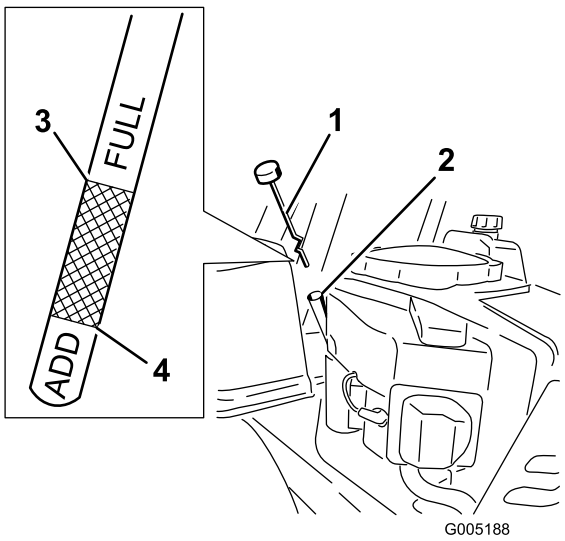

Figur 28
4. Skruva av och ta ur oljestickan och torka av oljan (Figur 28). Sätt tillbaka stickan i röret och lägg tills vidare locket på röret. Skruva inte på locket på röret.
5. Dra ur oljestickan och kontrollera oljenivån (Figur 28).
8. Ta bort oljepåfyllningslocket/oljestickan och skruva åt den ordentligt (Figur 28).
14. Häll långsamt i cirka 80 % av angiven olja i påfyllningsröret (Figur 28).
15. Sätt tillbaka oljepåfyllningslocket/oljestickan Figur 28).
16. Kontrollera oljenivån (Figur 28); se Kontrollera oljenivån i motorn.
18. Sätt tillbaka oljepåfyllningslocket/oljestickan och skruva åt ordentligt (Figur 28).